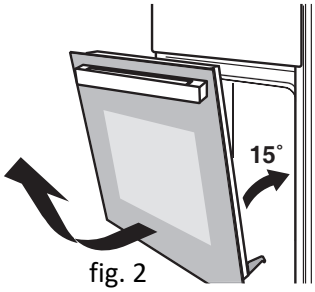

fig. 2
- Închideți ușa la un unghi de aproximativ 15° (fig. 2).